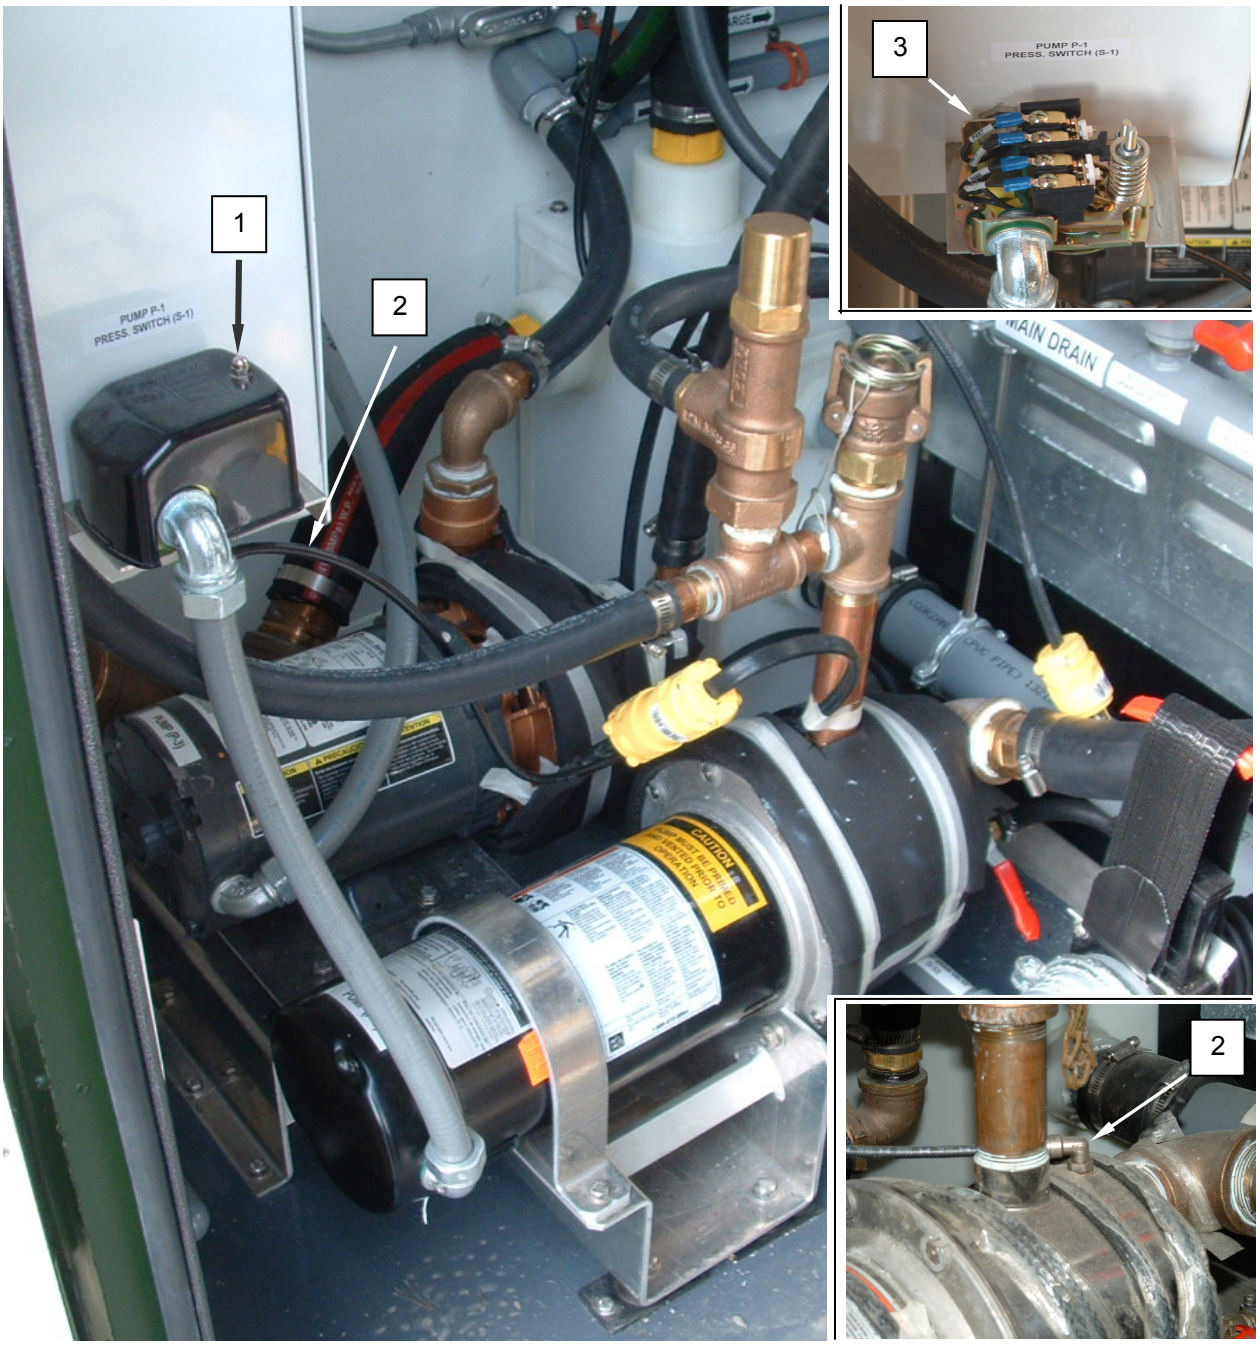

Figure 1. Replace the Pressure Switch.
2. Loosen nut retaining pressure switch cover **(Figure 1, Item 1)** and remove cover.
3. Remove pressure line connection **(Figure 1, Item 2)** from pump.
4. Tag and disconnect wiring from pressure switch **(Figure 1, Item 3)**.
5. Loosen and remove both conduit locknuts from switch **(Figure 1, Item 3)**.
6. Remove switch **(Figure 1, Item 3)** from conduits.
7. Install replacement switch **(Figure 1, Item 3)** onto conduits and retain with locknuts.
8. Connect wiring to replacement switch **(Figure 1, Item 3)** as tagged.
9. Connect replacement switch pressure line connection **(Figure 1, Item 2)** to pump.
10. Install cover **(Figure 1, Item 1)** and retain with nut.